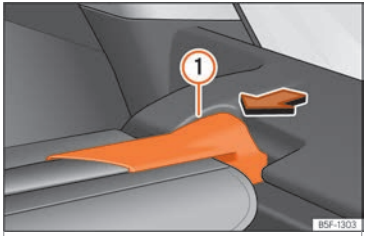

Fig. 126 Dans le coffre à bagages : démontage de la plage arrière.
- Appuyez sur le support de la plage arrière ››› **fig. 126** (1) dans le sens de la flèche.
- Insérez le support de la plage arrière ››› fig. 126 (1) dans le logement de l'autre côté.